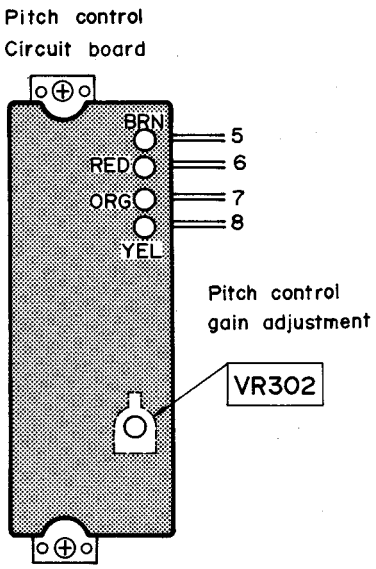

Fig. 4 (Abb. 4)
| 2 | **Pitch control gain adjustment** | Tester(+) – CN102 terminal ⑤(–) – CN102 terminal ⑥ | VR302**(Fig. 4)** | 1. Set the pitch control knob to "0".2. Pull out the connector CN102 of drive P.C.B.3. Connect the tester to terminals,⑤and⑥of connector CN102 on the pitch control P.C.B. side.4. Adjust VR302 so that the resistance value of the tester is 2.7 kΩ ± 0.1 kΩ. |